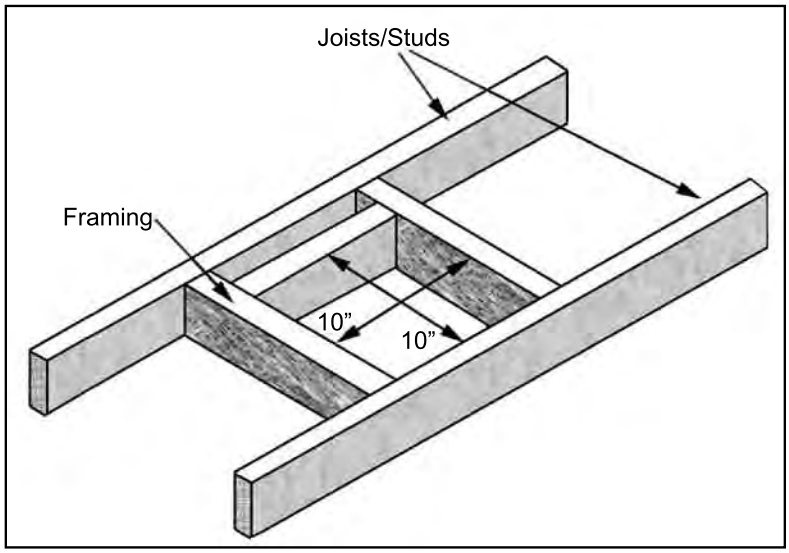
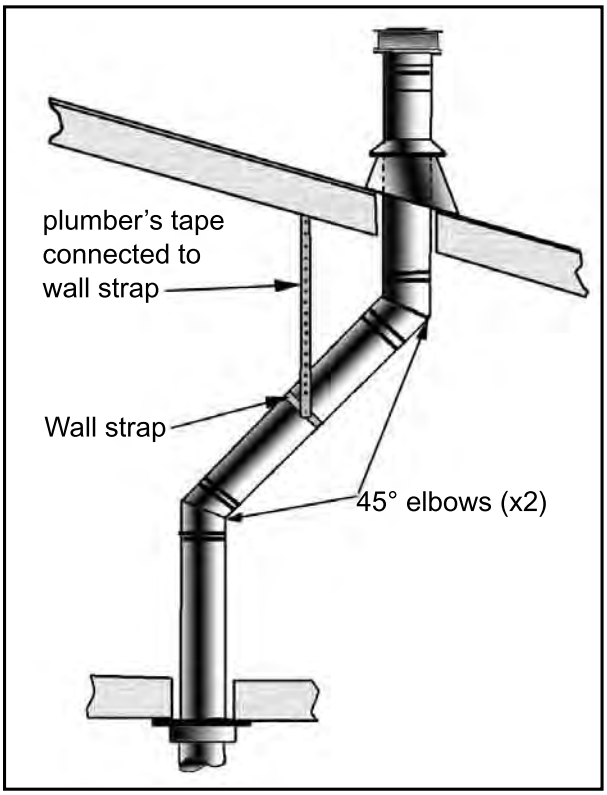
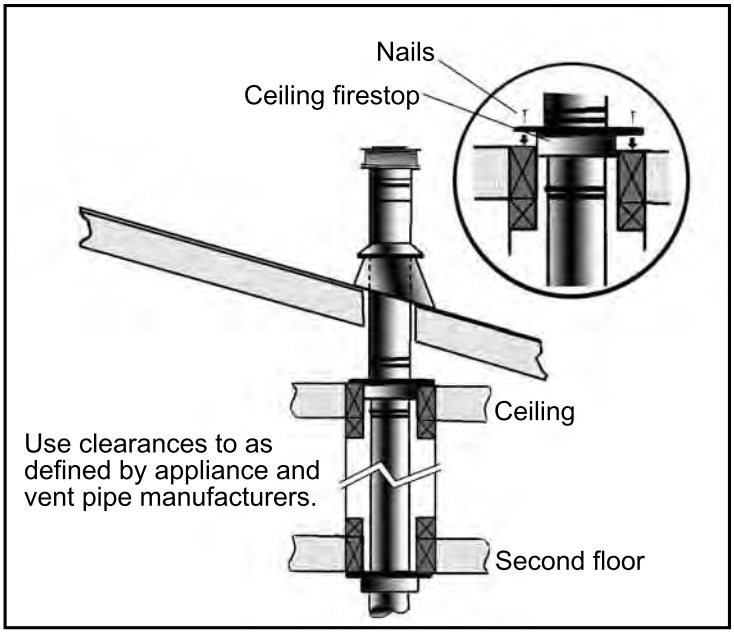

Figure 21. Vent Framing Through Wall/Ceiling.
Figure 28: Use of Wall Straps.
Figure 29: Multi-Story Vent Pipe Installation.
A 1 inch (2.5 cm) clearance to combustibles must be maintained around any vertical vent pipe. Around a horizontal vent pipe, the clearance to combustibles should be 2 inches (5 cm) above and 1½ inches (4 cm) on the sides and bottom. When combustible materials are directly above a 90° elbow, 3 inches (7.6 cm) of clearance are necessary. A 10 inches (25 cm) x 10 inches (25 cm) frame will assure the proper support and spacing for the vent pipe as it passes through the wall. Installations in Canada require that a wall thimble be used for passing through walls and ceilings, see Figure 21. All sealing and vapour barriers must comply with local building codes.
Step 3. With the pipe in the correct position and attached to the fireplace, mark the wall for a 10 inches (25.4 cm) x 10 inches (25.4 cm) square hole (see Figure 21). The center of the hole should match the center line of the horizontal pipe. Cut and frame the hole in the exterior wall where the vent will be terminated. If the wall being penetrated is made of a non-combustible material (i.e. masonry or concrete) a 7 inches (17.8 cm) hole is acceptable.
Step 3. To install the Round Support Box/Wall Thimble in a flat ceiling, cut a 10 inch (25.4 cm) square hole in the ceiling, centered in the hole drilled in Step 2. Frame the hole as shown in Figure 21.
(1) If an offset is necessary in the attic to avoid obstructions, it is important to support the vent pipe every 3 feet (914 mm), to avoid excessive stress on the elbows, and possible separation. Wall straps are available for this purpose (see Figure 28).
(2) When ever possible, use 45° degree elbows instead of 90° degree elbows. The 45° degree elbow offers less restriction to the flow of flue gases and intake air.
(3) For multi story installations; a ceiling firestop is required at the second floor, and any subsequent floors (see Figure 29). The opening should be framed to 10" (254 mm) x 10" (254 mm) inside dimensions, in the same manner as shown in Figure 21.